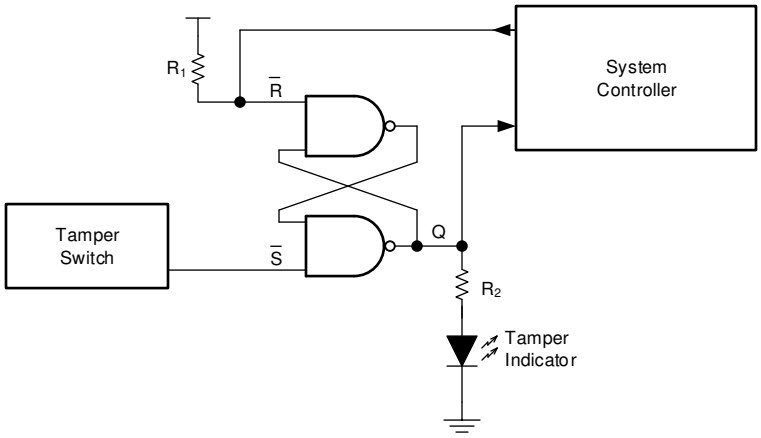

**图 8-1. 典型应用框图**
图 8-1 展示了如何在此应用中使用 SN54SC4T00-SEP 将 1.8V 信号升压转换为 3.3V 以驱动 LED。SN54SC4T00-SEP 不会限制输出电流，因此可以使用添加的输出电阻器来提供适当的电流限制。电阻值 (R) 应使用以下公式由 LED 的正向电压 ($V_D$) 和通过 LED 的所需正向电流 ($I_D$) 确定：$R = (V_{CC} - V_D)/I_D$。